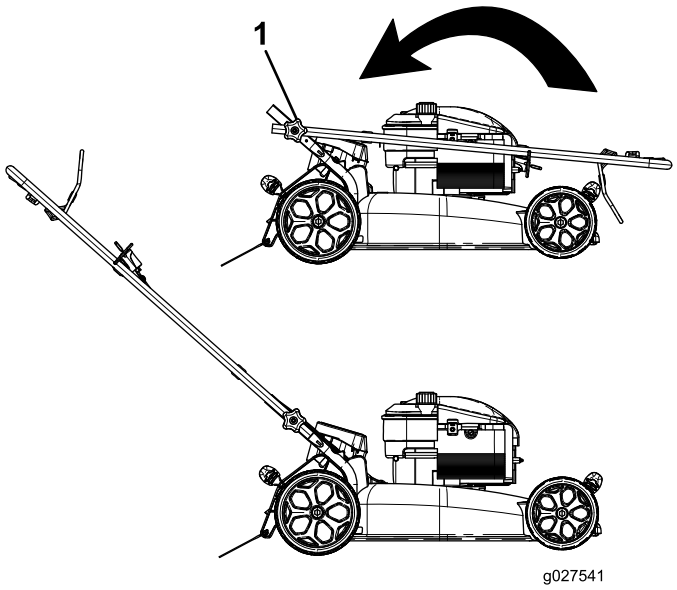

Figuur 3
1. Verwijder de handgreepknoppen van de machinebehuizing (Figuur 3).
2. Zet de handgreep in de werkstand (Figuur 3).